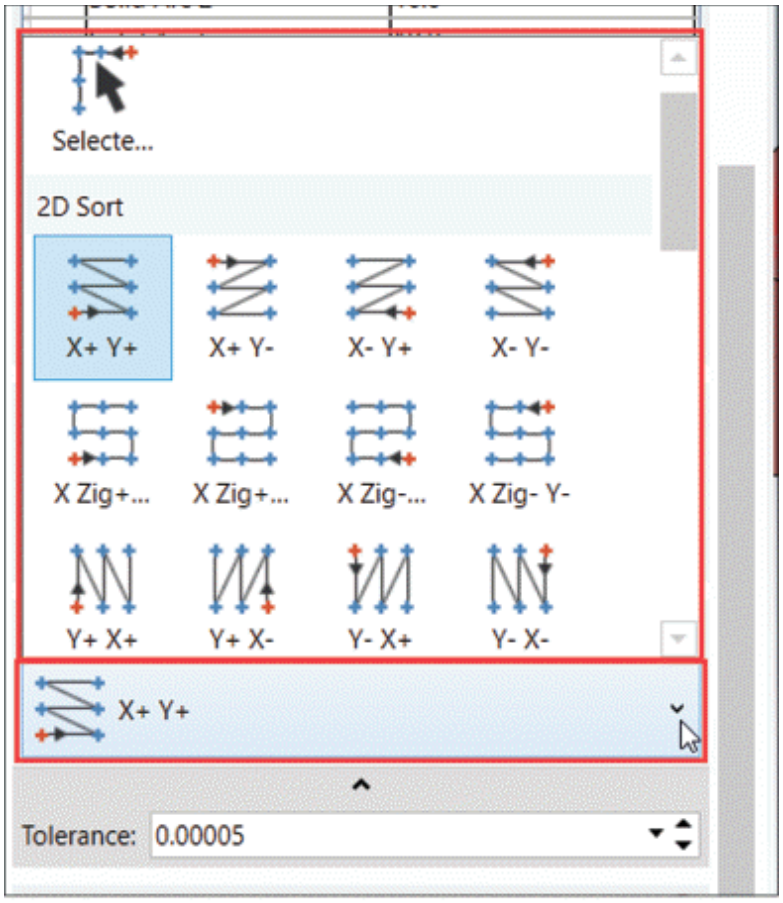

Figure-22. Sort drop-down
- Click on the button from the **Sort** rollout to select desired sorting method to define the order in which holes will be created; refer to Figure-22.